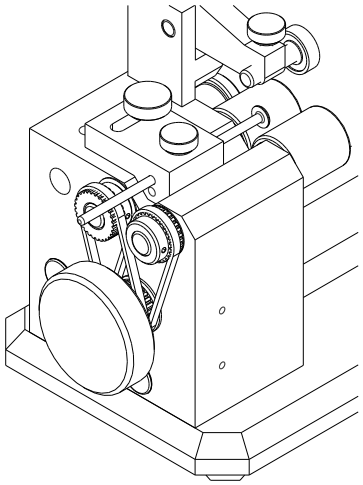
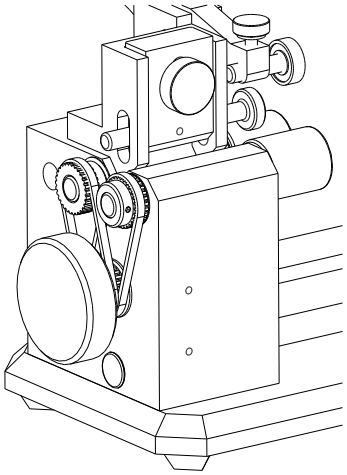

Figure 14. Top Stop (All Models)
Figure 15. Flat Plate Top Stop (Models –10 and –20 only)
9.0 Top Stop Set-up – (See Figures 14 and 15)
The Top Stop and Flat Plate Top Stop Assemblies are available as optional items to ensure that the part being inspected does not travel in a linear direction and produce false readings. Figure 14 shows a standard Top Stop Assembly that can be used with all Models. The Thumb Screw is loosened and the Pin is extended to contact the back end of the part. Figure 15 shows a Flat Plate Top Stop Assembly available for the –10 and 20 Models only. This assembly has an additional vertical adjustment that can be used to accommodate various part diameters. There are also different pin diameters available for more or less contact area.